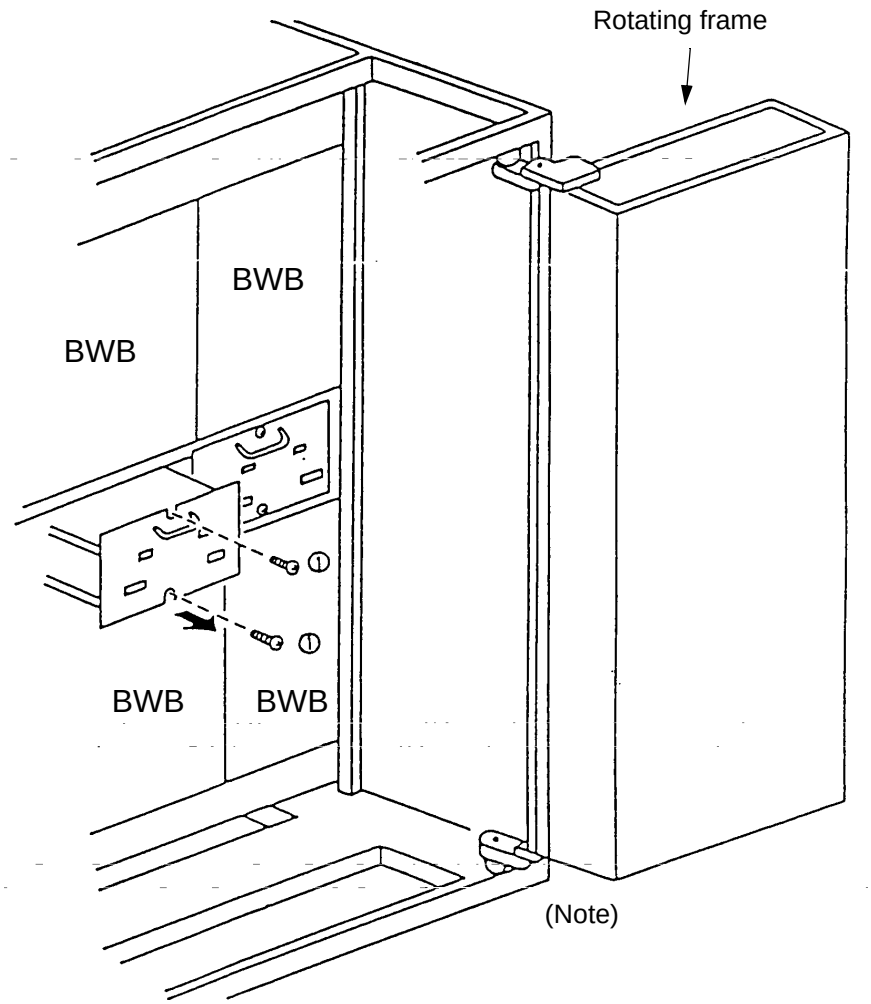

Figure 5-2 Replacement of the Unit Fan Block
(1) Unlock the stoppers attached to the upper and lower section of the rotating frame and open the rotating frame, as shown in Figure 5-2.
(2) Disconnect all cables connected to the fan block.
(3) Undo the two screws on the fan block front panel. (Figure 5-2 ①)
(4) Pull out the fan block.